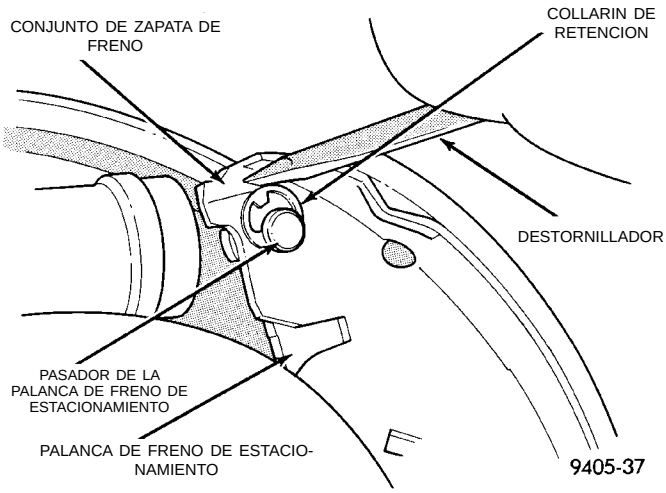

Fig. 89 Instalación del collarín de retención de la palanca de freno de estacionamiento
(4) Instale la arandela ondulada en el pasador de la palanca de freno de estacionamiento.
(5) Instale el pasador de la palanca de freno de estacionamiento en el orificio del conjunto de zapata de freno trasero (Fig. 89).